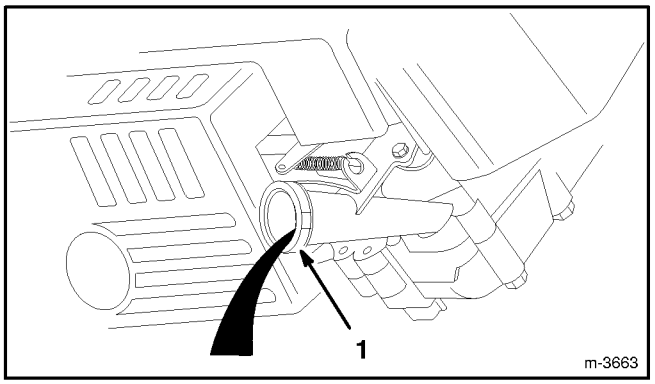

**Abbildung 18**
**6.** Mäher auf linke Seite kippen, damit das Öl in die Wanne ablaufen kann (Abb. 18).